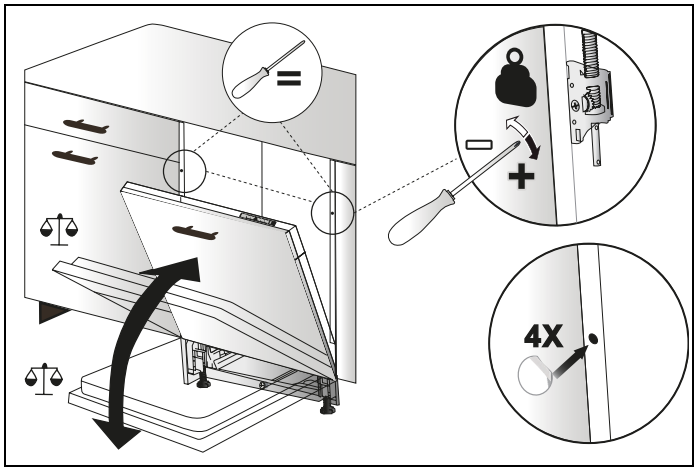

Fig. 29
9) En función del peso de la puerta de madera montada, el equilibrado debe realizarse mediante el mecanismo que se muestra en Fig. 29 .